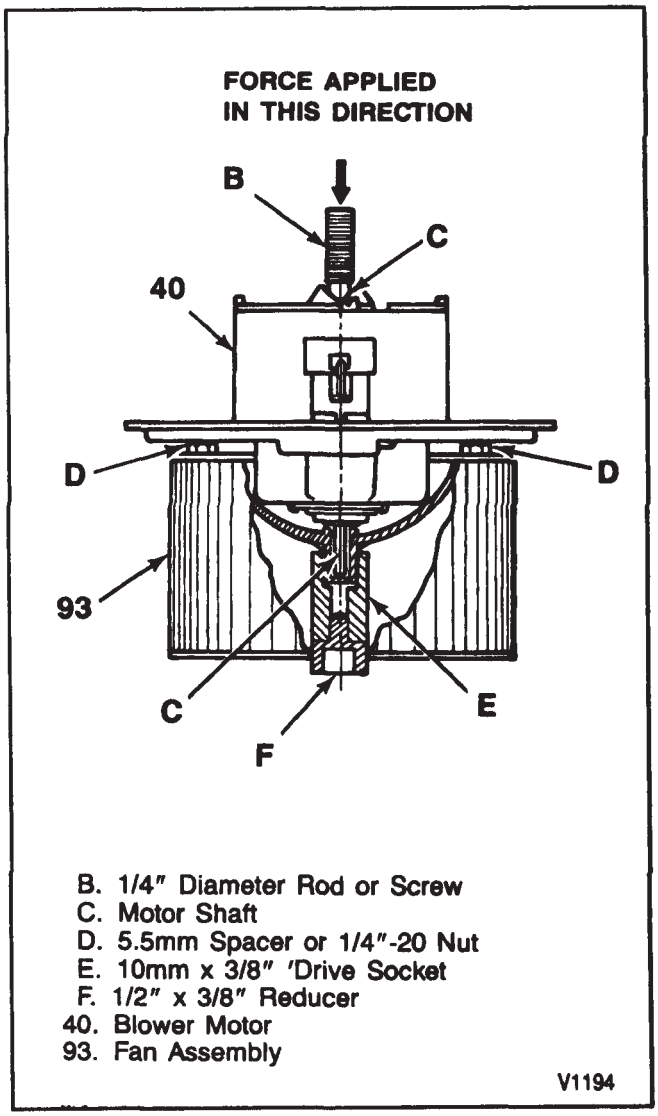

Figure 14—Push On Fan-Assembly Procedure
Install or Connect (Figure 14)
- Place fan and motor on a combination of 10 mm x 3/8" drive socket and 1/2" x 3/8" reducer (figure 14).